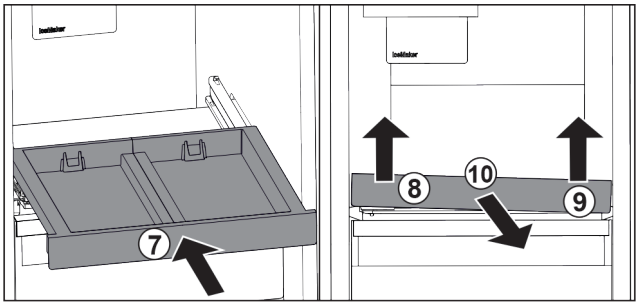

Fig. 125
▶ Inserați raftul extractibil. *Fig. 125 (7)*
▶ Ridicați raftul extractibil din față stânga. *Fig. 125 (8)*
▶ Ridicați raftul extractibil din față dreapta. *Fig. 125 (9)*
▶ Extrageți raftul extractibil spre înainte. *Fig. 125 (10)*